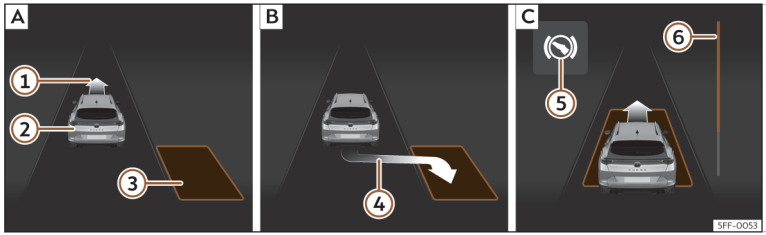
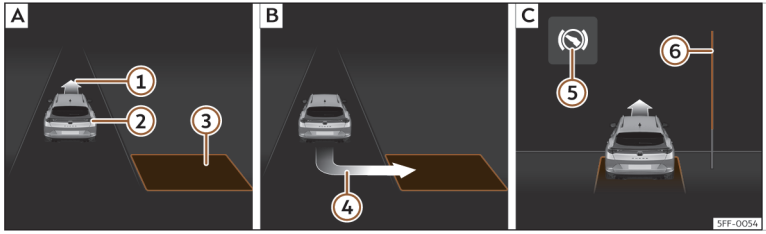

Abb. 152 Am Bildschirm des Kombi-Instruments: längs einparken. A: Parklücke suchen. B: Position zum Einparken. C: Rangieren.
Abb. 153 Am Bildschirm des Kombi-Instruments: quer einparken. A: Parklücke suchen. B: Position zum Einparken. C: Rangieren.
- Prüfen Sie anhand der Anzeige im Bildschirm des Kombi-Instruments, ob die Parklücke als „geeignet“ erkannt wurde und ob die korrekte Position zum Einparken >>> **(Abb. 152)** B oder >>> **(Abb. 153)** B erreicht wurde. Die Parklücke wird als „geeignet“ betrachtet, wenn auf dem Bildschirm des Kombi-Instruments die Anzeige zum Einparken erscheint ④.
- Fahren Sie rückwärts, bis das Dauertonsignal des ParkPilot ertönt; **ODER:** fahren Sie zurück, bis auf dem Bildschirm des Kombi-Instruments die Anzeige für Vorwärtsfahren >>> **(Abb. 152)** C oder >>> **(Abb. 153)** C erscheint; **ODER:** fahren Sie zurück, bis am Bildschirm des Kombi-Instruments die Meldung **`Park Assist beendet`** erscheint. Die Fortschrittsanzeige ⑥ zeigt den zurückzulegenden Abstand an.
- Fahren Sie vorwärts, bis das Dauertonsignal des ParkPilot ertönt; **ODER:** fahren Sie vorwärts, bis am Bildschirm des Kombi-Instruments die Anzeige zur Rückwärtsfahrt erscheint. Der Parklenkassistent lenkt das Fahrzeug so lange beim Vorwärts- und Rückwärtsfahren, bis das Fahrzeug gerade in der Parklücke steht >>> **(Abb. 152)** C bzw. >>> **(Abb. 153)** C.
Die Fortschrittsanzeigen >>> **(Abb. 152)** ⑥ und >>> **(Abb. 153)** ⑥ am Bildschirm des Kombi-Instruments zeigt symbolisch die noch zu fahrende relative Fahrstrecke an. Je länger die Distanz ist, desto größer ist der Füllstand des Fortschrittsbalkens. Bei Vorwärtsfahrt nimmt die Füllung des Fortschrittsbalkens nach oben ab und bei Rückwärtsfahrt nimmt die Füllung des Fortschrittsbalkens nach unten ab.